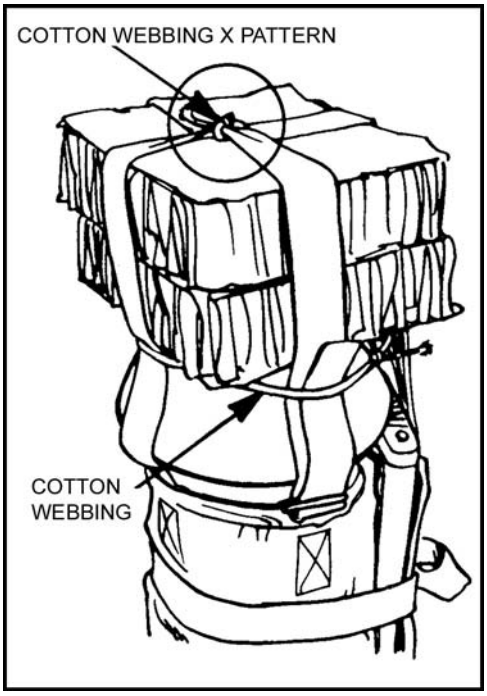
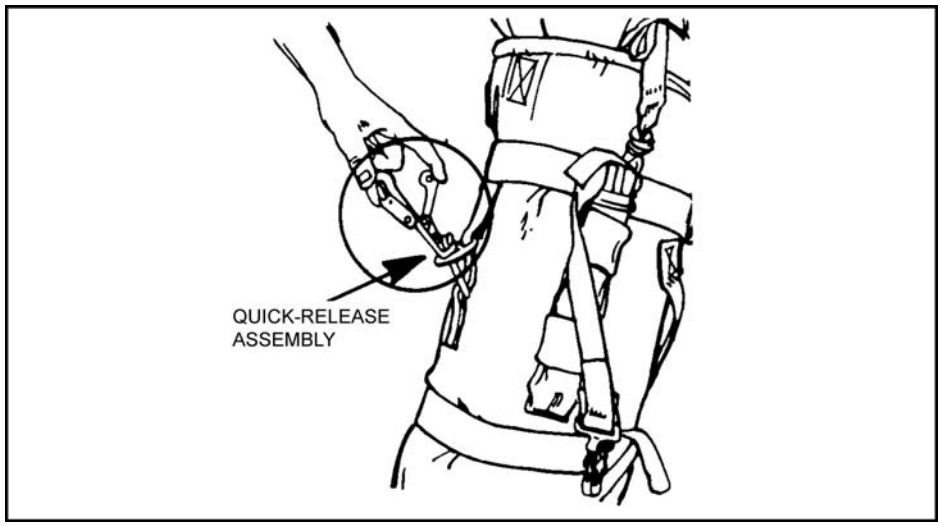

Figure 12-37.
Figure 12-38. Quick-release assembly.
(4) Position the DMJP on the aft end shock absorber and retighten the launcher forward end securing straps using quick-release folds. All excess on the securing straps are folded back under the corresponding quick-fit adapter. Retighten one turn of 1/4-inch, 80-pound test cotton webbing in an X pattern around the launcher forward end securing straps, and tie securely with a surgeon's knot and locking knot (Figure 12-37).
(5) Tie one turn of 1/4-inch, 80-pound test cotton webbing around the launcher forward end, securing straps below the 9-inch square honeycomb. Tie in a surgeon's knot and locking knot to prevent the honeycomb from shifting.
(6) Position the DMJP on the honeycomb and tighten the launcher aft end bridle securing strap. Secure its running end by folding it back under the corresponding quick-fit adapter.
(7) Tighten the three horizontal securing straps as evenly as possible around the weapon(s).
(8) Attach the quick-release assembly to the pack (Figure 12-38).